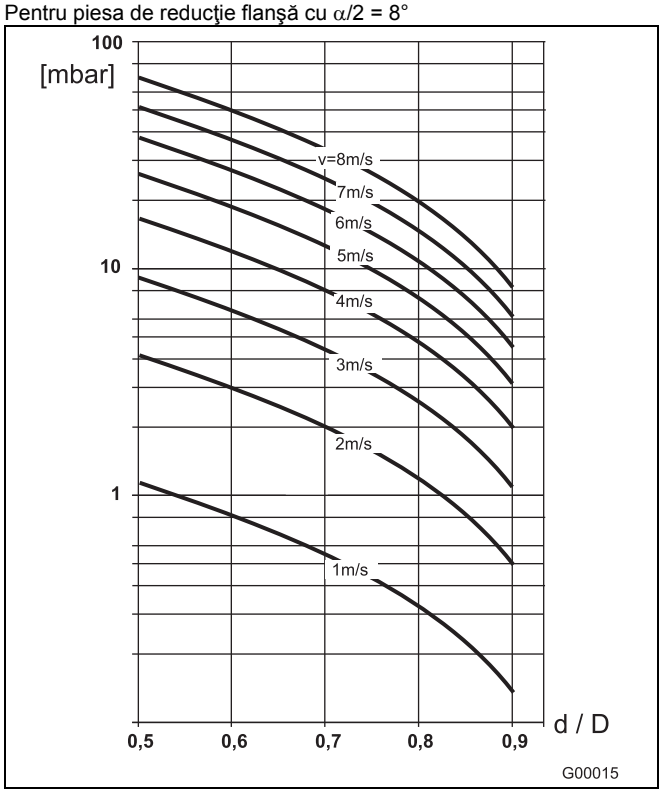

Fig. 20
2. Luaţi viteza de curgere din nomograma fluxului (Fig. 20).
3. În Fig. 20 citiţi pe axa Y pierderea de presiune.